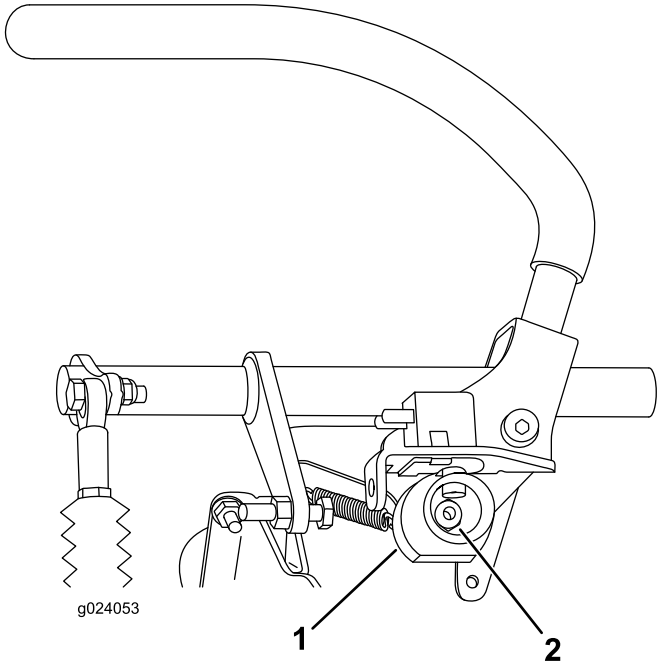

Figur 69
7. Lossa muttern som håller kammen på plats (Figur 69).